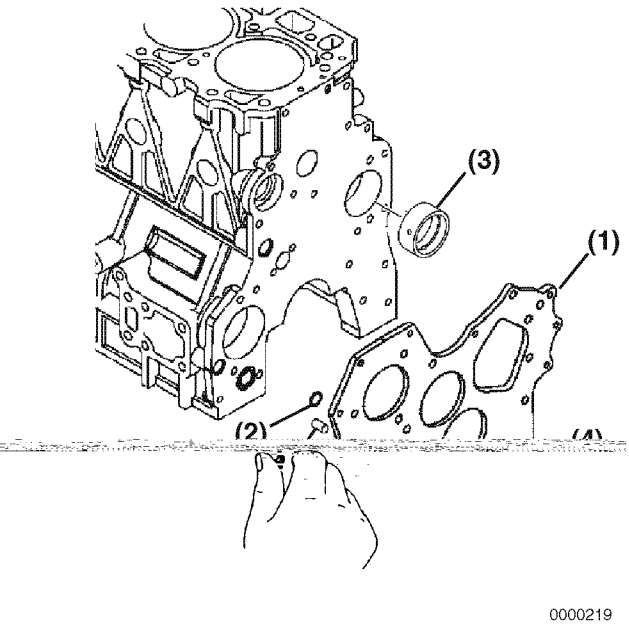

Figure 6-100
1. Using a feeler gauge, measure the connecting rod side clearance as shown **(Figure 6-100)**. *See Connecting Rod on page 6-22 for the standard limit.* If the measurement is out of specification, replace the crankshaft, connecting rod, or both.